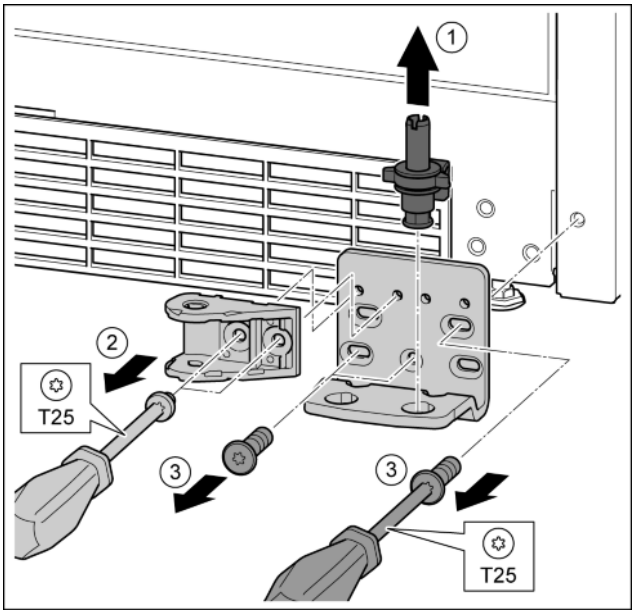

Fig. 33
▶ Lagerbolzen komplett nach oben herausziehen. *Fig. 33 (1)*
▶ Schrauben mit Schraubendreher T25 herausdrehen und Schließdämpferverbindung abnehmen. *Fig. 33 (2)*
▶ Schrauben mit Schraubendreher T25 herausdrehen und Lagerbock abnehmen *Fig. 33 (3)*